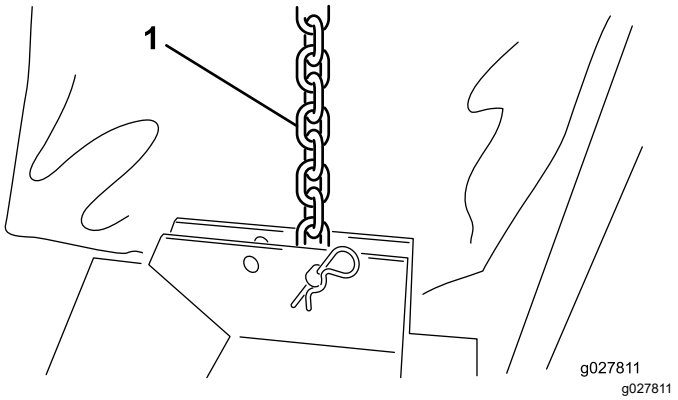

图 3
3. 使用柱销和发卡销将各个提升链连接到相应的清扫盘支架图 3。